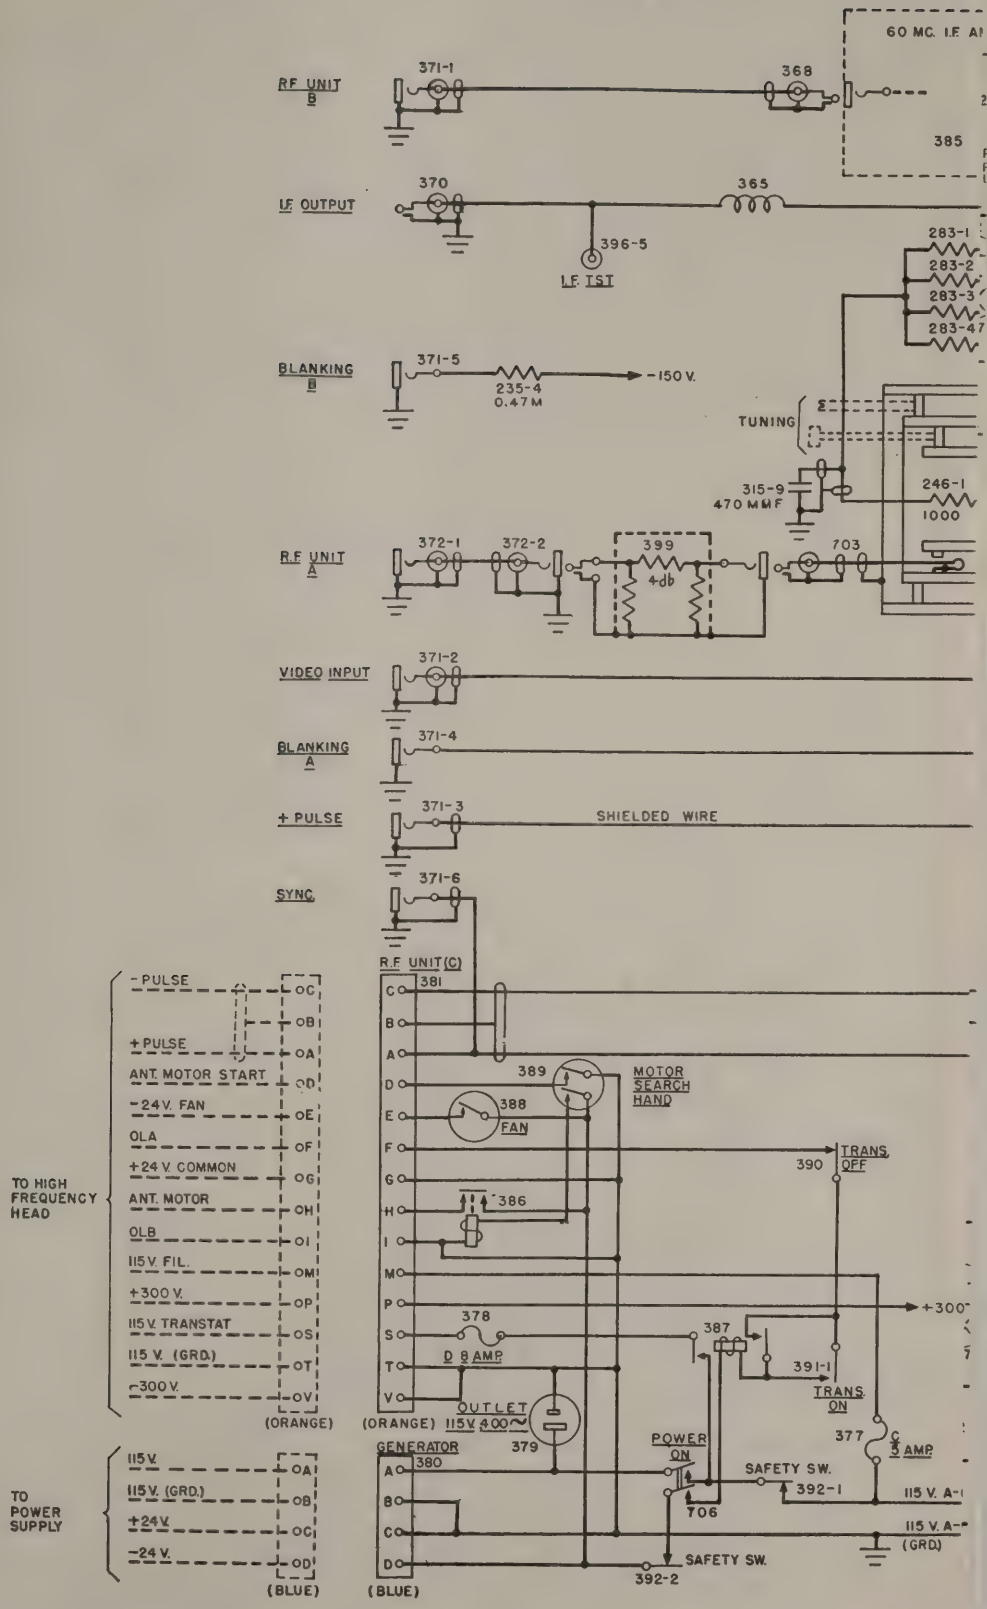

Figure 59. Indicator Unit ID-16/TPS-1A, schematic diagram complete except for rectifier circuits and i-f amplifier assembly.
c. Transformer 359 in the high-voltage rectifier steps up the 115 volts alternating current to 6,200 volts, which is rectified by diode tube 345. (Transformer 359 is an improvement, replacing transformer 360 which is shown in figure 49.) Resistors 279 and 280, and resistors 290, 270-1, 293, 270-2, and 234 in the indicator circuit (fig. 59) are across the output of the rectifier. These resistors constitute a voltage divider from which +5,000 volts, +1,500 volts, —1,200 volts are obtained; cathode, intensity grid, and focusing voltages for the Class A oscilloscope are obtained by tapping off at different points.